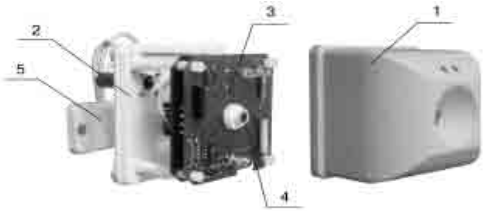

Рис. 6.33
ПП-А представляет собой единую конструкцию (рис. 6.33), состоящую из блока обработки сигналов и корпуса (1). Блок обработки сигналов состоит из основания (2) и печатных плат (3). На верхней печатной плате установлен фотоприемник (4). К основанию (2) винтом крепится кронштейн (5).